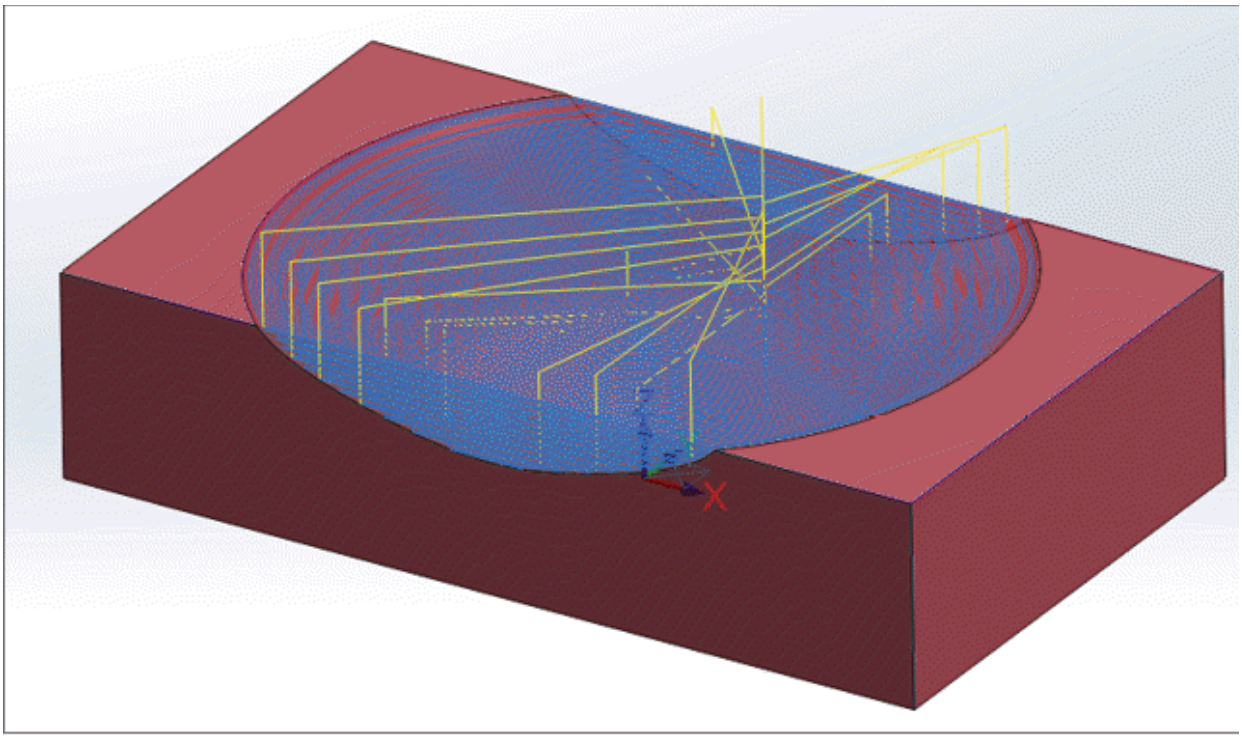

Figure-14. Pocket Surface Rough Toolpath
- Specify the other parameters as required and click on the **OK** button. The toolpath will be generated; refer to Figure-14.